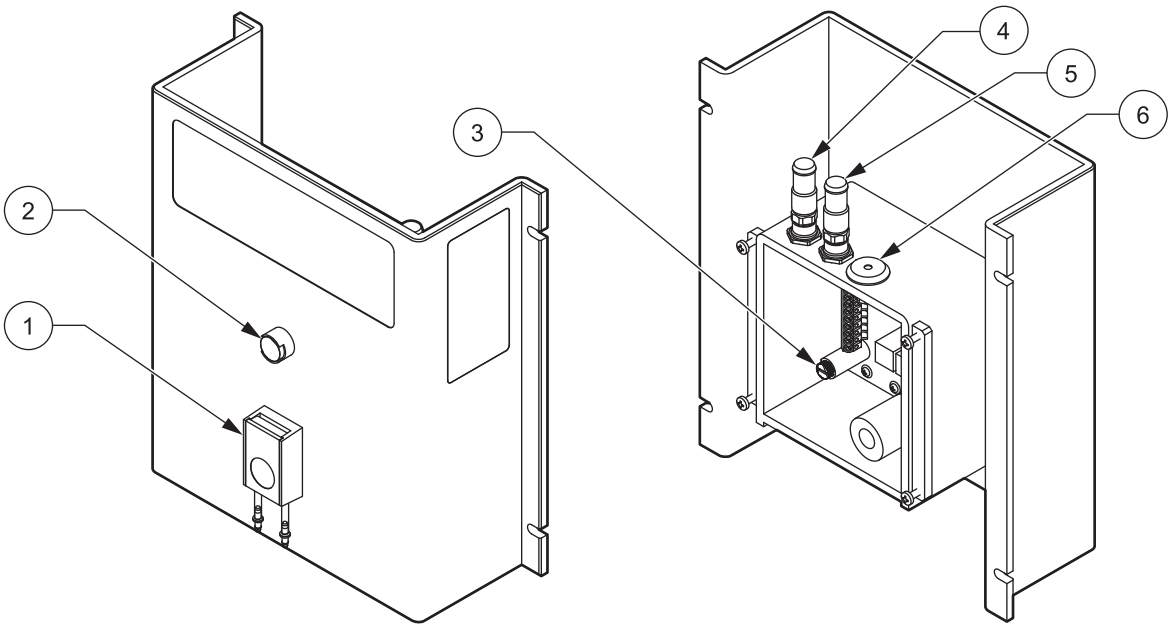

Figure 1 Acidification Unit Front and Back View
5. Unscrew the fuse holder cover (see Figure 1 on page 2) and remove the fuse. Insert a new fuse of the same type and rating: